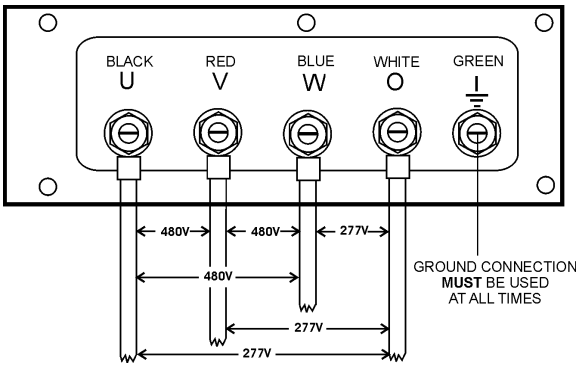

Figure 25. UVWO Terminal Lugs 3Ø-440/254V Connections
2. Connect the load wires to the UVWO terminals as shown in Figure 25.